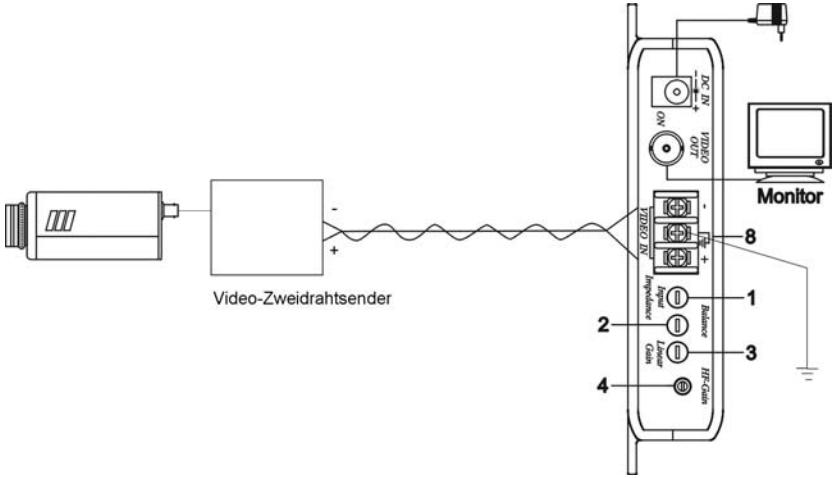

Bild 1: Anschluss, Einstellelemente Vorderseite
1. Installieren Sie den Zweidrahtempfänger gemäß Bild 1. Achten Sie auf korrekte Polarität der Zweidrahtleitung.